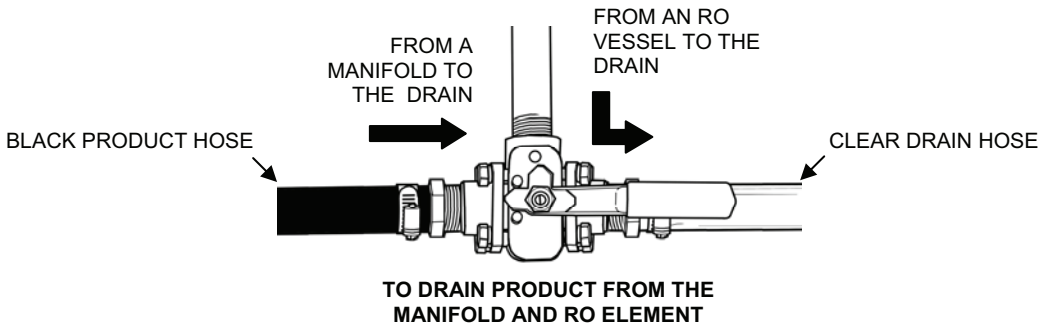

Figure 8. Product RO Element Three Way Valve in the Drain Position.
10. Set the RO product 3-way valves to the drain position (Figure 8).